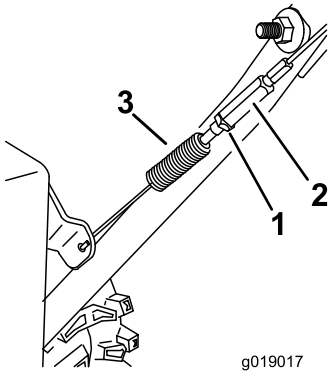

Rysunek 38
3. Odkręć lub dokręć ściągacz, aby ustawić długość sprężyny na 7 cm (Rysunek 38).
4. Dokręć przeciwnakrętkę (Rysunek 38), upewniając się, że linka jest lekko napięta.